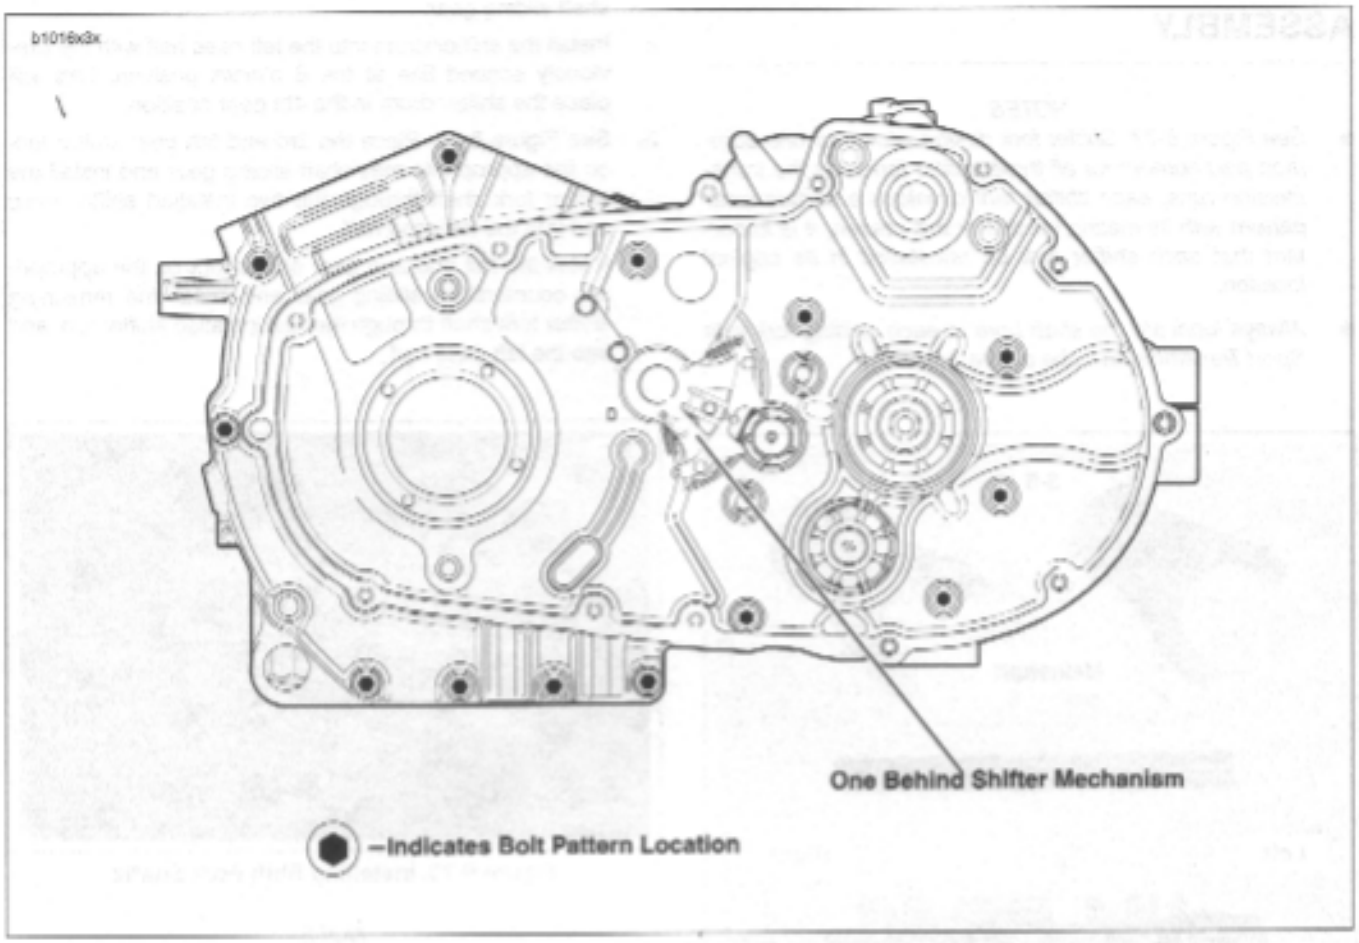

Figure 6-79. Crankcase Fasteners
c. See Figure 6-79. Tighten 5/16-in. fasteners to 15-19 ft-lbs (20.3-25 Nm).